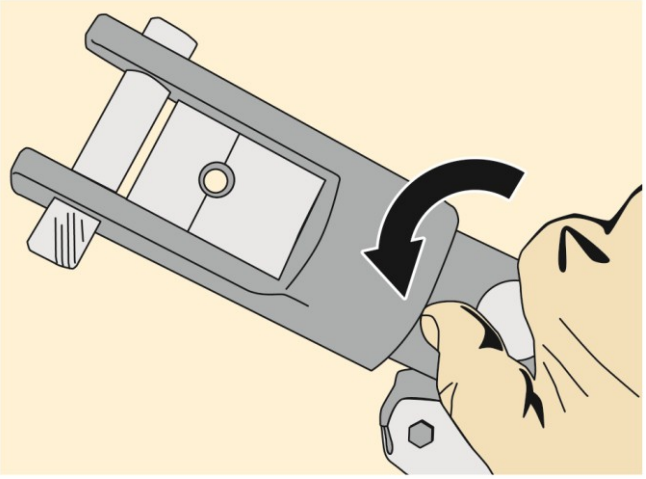

Fig 8
c) Turn the knob on the Cable Crimper counterclockwise to open the jaws and position the fitting 1/8” from the end of the fitting (Fig. 8).